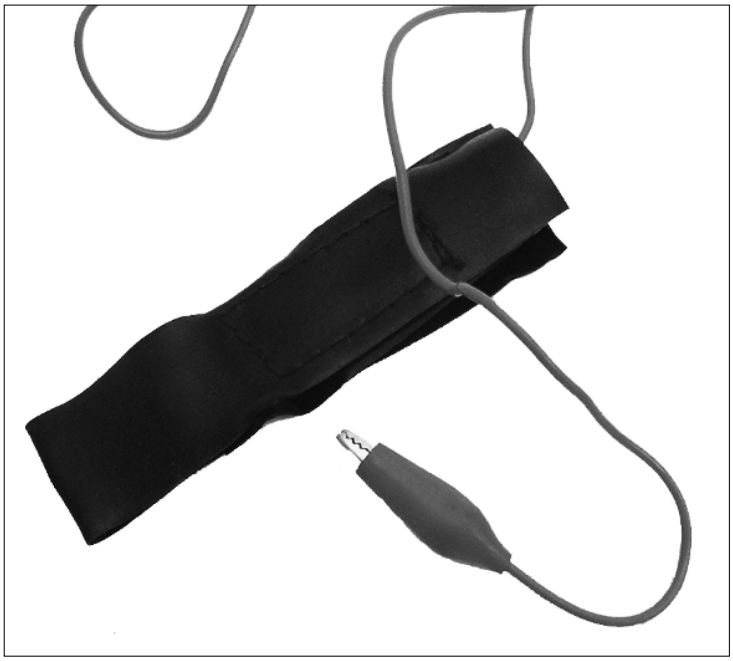

Figure 2-1: An anti-static wrist-strap reduces or eliminates the dangers of electrostatic discharge.
- **Use an anti-static wrist strap.** As a further aid in reducing static electricity, also wear an anti-static wrist strap when working on electronic gear. This wrist strap, like the one shown in Figure 2-1, grounds you at all times and prevents static build-up. This strap is one of the most effective means of eliminating electrostatic discharge — and it's one of the least expensive. Most anti-static wrist straps cost under $5 and are worth every penny. To use the strap, roll up your shirt sleeves and remove watches, bracelets, rings, and any other metallic objects. Wrap the strap around your wrist and make sure that it's tight. Securely attach the wire from the wrist-strap to a proper earth ground, as the instruction sheet that comes with the strap explains.